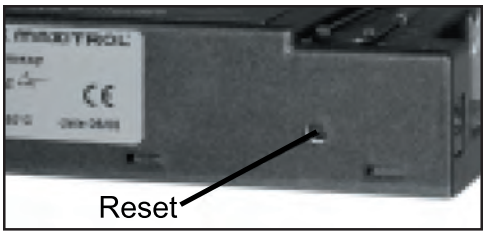

Figure 14: Receiver with Reset Button.
2. Press and hold the receiver's reset button (see Figure 14) until you hear two (2) acoustic signals. After the second longer acoustic signal, release the reset button and within the subsequent 20 seconds, press the (down arrow) on the remote handset until you hear an additional long acoustic signal confirming the new code is set. The access hole for the reset button is located on the left side of the unit $8^{7}/_{16}$" (214mm) back from the front edge of the cabinet.